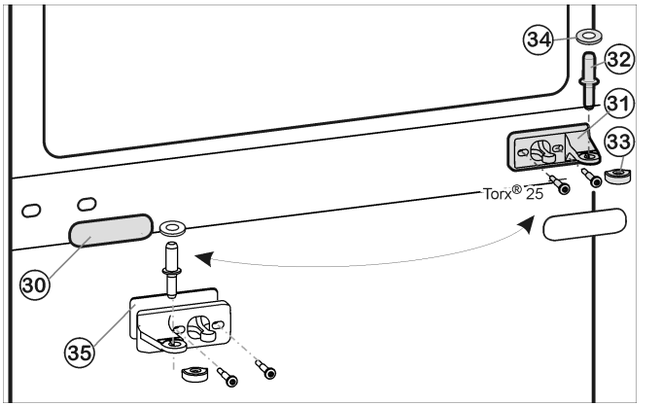
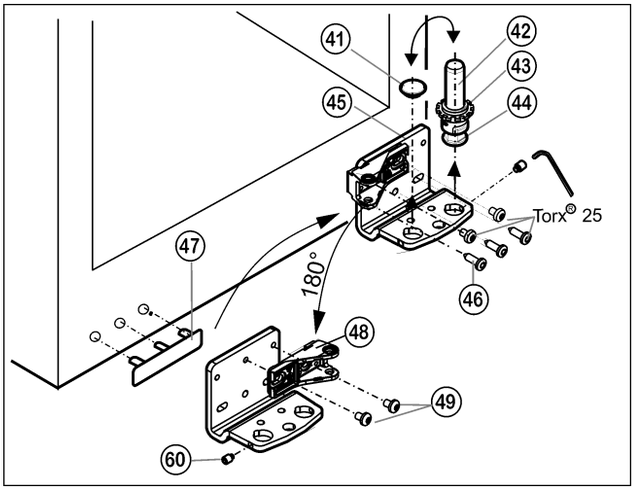

*Fig. 12*
*Fig. 13*
▶ Enlever le pivot central *Fig. 12 (32)* avec le disque *Fig. 12 (34)* du support d'appui et de la porte inférieure.
▶ Retirer le capuchon en plastique *Fig. 12 (33)*.
▶ Dévisser le support d'appui du milieu *Fig. 12 (31)* (2 Torx® 25).
▶ Retirer avec précaution le panneau-cache *Fig. 12 (30)*.
▶ Visser le support d'appui du milieu *Fig. 12 (31)* avec le support pivoté *Fig. 12 (35)* de 180° sur le nouveau côté charnière (avec **4 Nm**).
▶ Encliqueter de nouveau le panneau-cache *Fig. 12 (30)* tourné à 180° sur le nouveau côté poignée.
- ▶ Dévisser la tige filetée *Fig. 13 (60)* avec la clé à six pans jointe d'env. 1 tour.
- ▶ Dévisser le pivot *Fig. 13 (42)* complètement avec le disque *Fig. 13 (43)* et le pied réglable *Fig. 13 (44)* par le haut.
- ▶ Enlever le bouchon *Fig. 13 (41)*.
- ▶ Dévisser *Fig. 13 (45)* le support d'appui *Fig. 13 (46)*.
- ▶ Dévisser complètement la tige filetée *Fig. 13 (60)* et la visser sur le côté opposé sur le support d'appui jusqu'à ce qu'elle soit à fleur du support d'appui.
- ▶ Dévisser l'élément pivotant *Fig. 13 (48)* et le revisser à l'intérieur tourné de 180°.
- ▶ Replacer le bouchon *Fig. 13 (41)* dans l'autre trou.
- ▶ Soulever le cache côté poignée *Fig. 13 (47)* avec précaution et le positionner sur le côté opposé.
- ▶ Revisser à fond le support d'appui *Fig. 13 (45)* sur le nouveau côté charnière en utilisant une visseuse sans fil si nécessaire, avec un couple de serrage de **4 Nm**.
- ▶ Revisser entièrement le pivot *Fig. 13 (42)* avec le disque et le pied réglable.
- ▶ Serrer la tige filetée *Fig. 13 (60)*.
- ▶ Placer la porte par le haut sur le pivot inférieur *Fig. 13 (42)*.
- ▶ Remettre le capuchon en plastique *Fig. 12 (33)* sur le support d'appui central *Fig. 12 (31)*.
- ▶ Placer le pivot du milieu *Fig. 12 (32)* sur le nouveau côté charnière à travers le support d'appui central *Fig. 12 (31)* dans la porte inférieure.
- ▶ Placer le disque *Fig. 12 (34)* sur le pivot du milieu *Fig. 12 (32)*.
▶ Placer la porte supérieure sur le pivot du milieu *Fig. 12 (32)*.
▶ Aligner éventuellement les portes à la carrosserie grâce aux deux trous longitudinaux dans le support d'appui inférieur *Fig. 13 (45)* et le support d'appui central *Fig. 12 (31)*. Pour cela, dévisser la vis centrale du support d'appui inférieur *Fig. 13 (45)*.